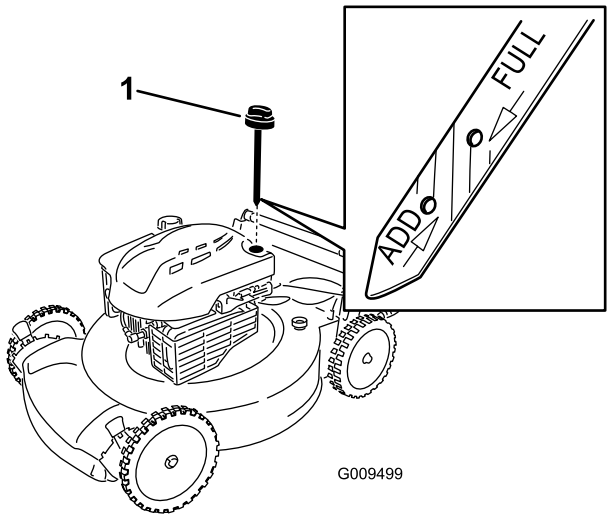

Figure 9
1. Retirez la jauge, essuyez-la sur un chiffon et remettez-la dans le goulot de remplissage (Figure 9).
2. Sortez de nouveau la jauge et contrôlez le niveau d'huile (Figure 9). Si le niveau n'atteint pas le repère **minimum** (Add) de la jauge, versez **lentement** suffisamment d'huile dans le goulot de remplissage pour faire monter le niveau au repère **maximum** (Full). Attendez 3 minutes après avoir fait l'appoint d'huile avant de contrôler le niveau d'huile avec